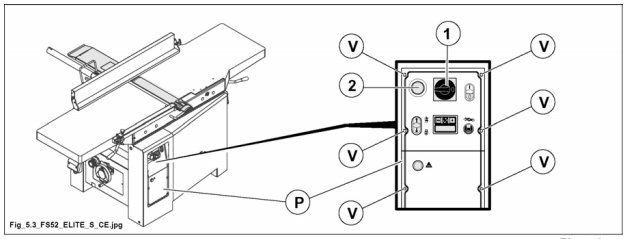

Fig. 5.3
- pulsante di emergenza (2 fig. 5.3) sul quadro comandi.
- mettere a 0 (OFF) l'interruttore generale (1 fig. 5.3), lucchettarlo e segnalare ciò con un cartello;
- svitare le viti (V fig. 5.3) per aprire il pannello (P fig. 5.3).
- chiudere il pannello (P fig. 5.3).